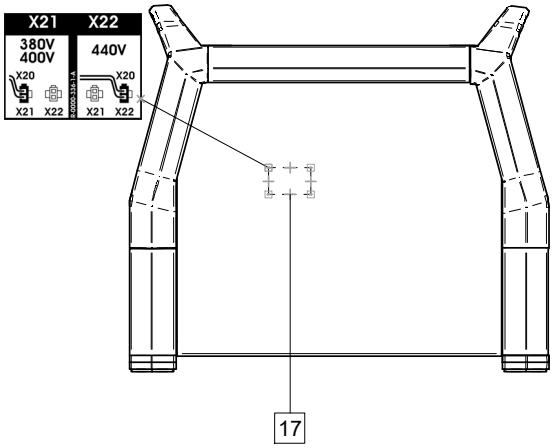

Figura 3
- Inserire la spina X20 (vedi Figura 3) correttamente: